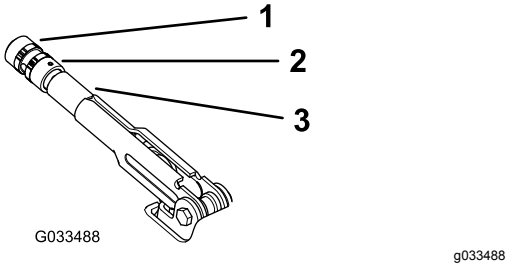

**Bild 59**
2. Lösen Sie die Stellschraube, mit der das Handrad am Feststellbremshebel befestigt ist (Bild 59).
3. Drehen Sie das Handrad (Bild 59), bis eine Kraft von 20 kg bis 22 kg erforderlich ist, um den Hebel zu betätigen.
4. Ziehen Sie die Stellschraube fest (Bild 59).